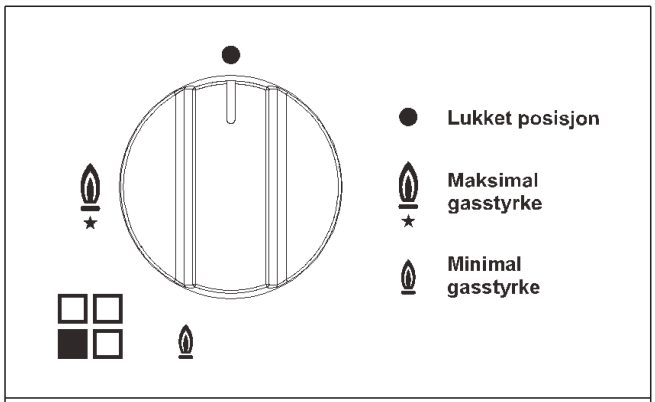

FIG. 1
Trykk inn bryteren som korresponderer med den brenneren du vil bruke og vri den mot klokkeretningen, plassere bryteren i posisjonen Maks (stor flamme, fig. 1) og putt en tent fyrstikk til brenneren.
Trykk inn den bryteren som korresponderer med den brenneren du vil bruke og vri den mot klokkeretningen, plassere bryteren i posisjonen Maks (stor flamme, fig. 1) og trykk og slipp deretter antenningsknappen "E".
Trykk inn den bryteren som korresponderer med den brenneren du vil bruke og vri den mot klokkeretningen, plassere bryteren i posisjonen Maks (stor flamme, fig. 1) og trykk deretter bryteren helt inn.
Med brennere som er utstyrt med sikkerhetstermopar må du vri bryteren som hører til den brenneren du vil tenne mot klokkeretningen, plassere bryteren i Maks-posisjon (stor flamme, fig. 1), helt til du merker en liten motstand, trykk deretter på bryteren og gjenta operasjonene beskrevet over.
- Ved oppnådd kokepunkt flytter du bryteren til posisjonen Minimum (liten flamme fig. 1).
- ***antenning av brennere med sikkerhetstermopar kan bare skje når bryteren er i posisjonen Maks. (stor flamme fig. 1).***